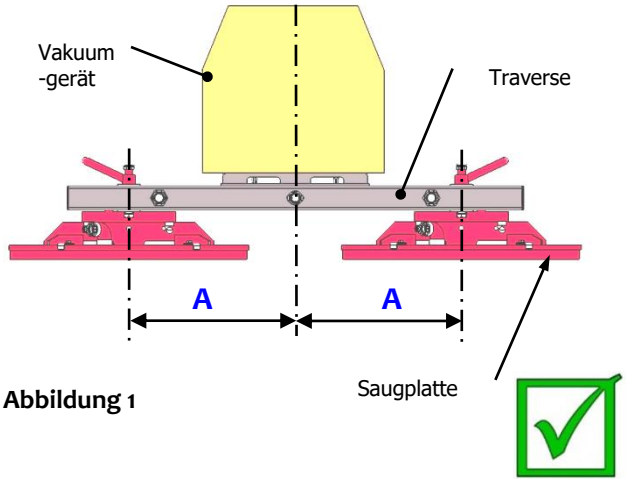

Abbildung 1
Die Saugplatten müssen immer den *gleichen* Abstand (A) zur senkrechten Mittelachse der Traverse haben (siehe Abbildung 1).